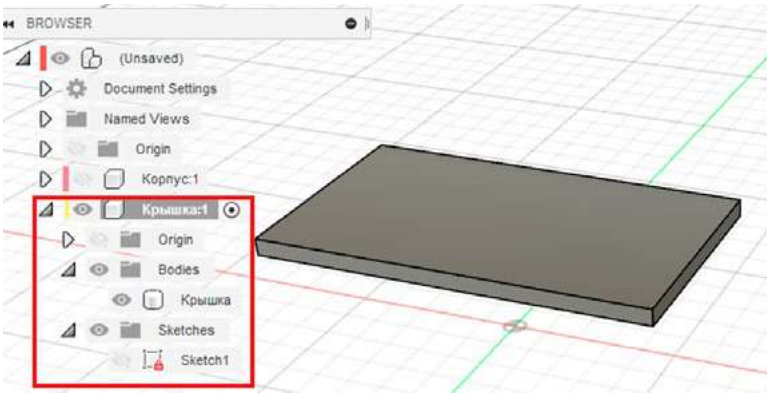

Рис. 12. Компонент «Крышка»
5. Аналогично создайте компонент «Крышка». Размер готовой крышки должен быть 64*115*5 мм (рис. 12).